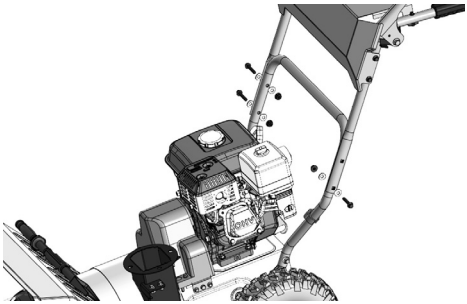

Рис. 6. Установка рабочих рукояток
3. Установите рабочие рукоятки с панелью на стойку и закрепите с помощью болтов, шайб и гаек из пакета с крепежом 2, как показано на Рис. 6.